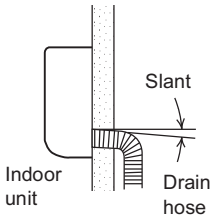

Fig. 1-88
a) The drain hose should be slanted downward to the outdoors. (Fig. 1-88)